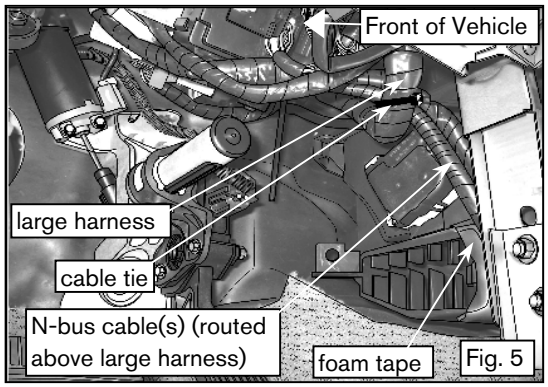

Fig. 5
(2) Route cable down to lower vent. Before routing cable further add two (2) pieces of foam tape to outer edge of the vent on both sides to prevent vibration noise. Route to other side of center console through cavity below vent opening. Add one (1) piece of foam tape to the edge of the metal framing where the cable(s) exit near the vent. [Optional: Route Satellite cable in the same fashion.] Secure cable(s) to nearby metal framing with one (1) cable tie threaded through the hole in the metal framing. Fig. 5 & 6